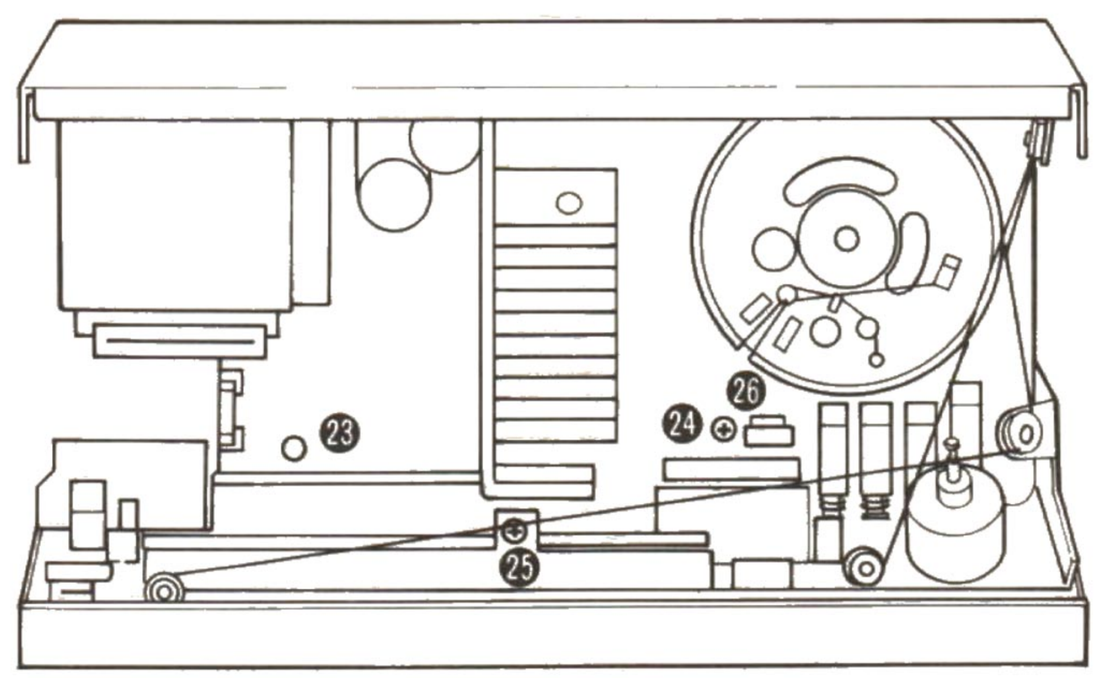

Fig. 6
5. Remove the 3 setscrews (Fig. 6 : ㉓ ~ ㉕) and 1 connector (Fig. 6: ㉖)